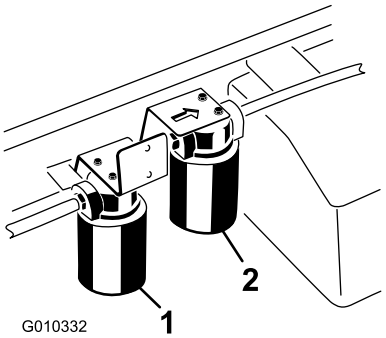

Figur 74
3. Anbring en drænbakke under filteret, og afmonter filteret (Figur 74).
1. Rengør det område, hvor højstrømningsfilteret monteres (Figur 74).